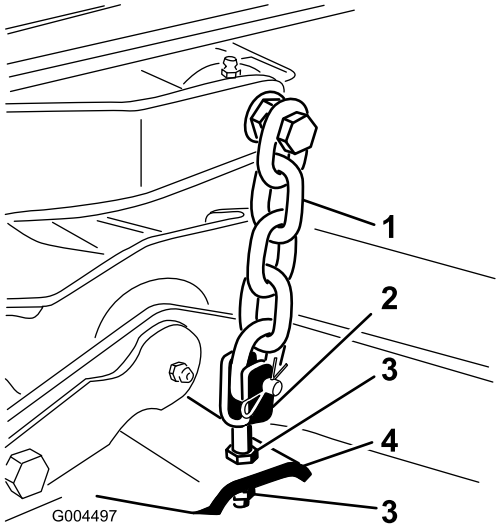

Rysunek 65
7. Wyreguluj przeciwnakrętki mocujące tylne jarzma/łańcuchy podwozia, aby unieść tył podwozia w celu ustawienia nachylenia ostrza równego 8 mm (Rysunek 65).